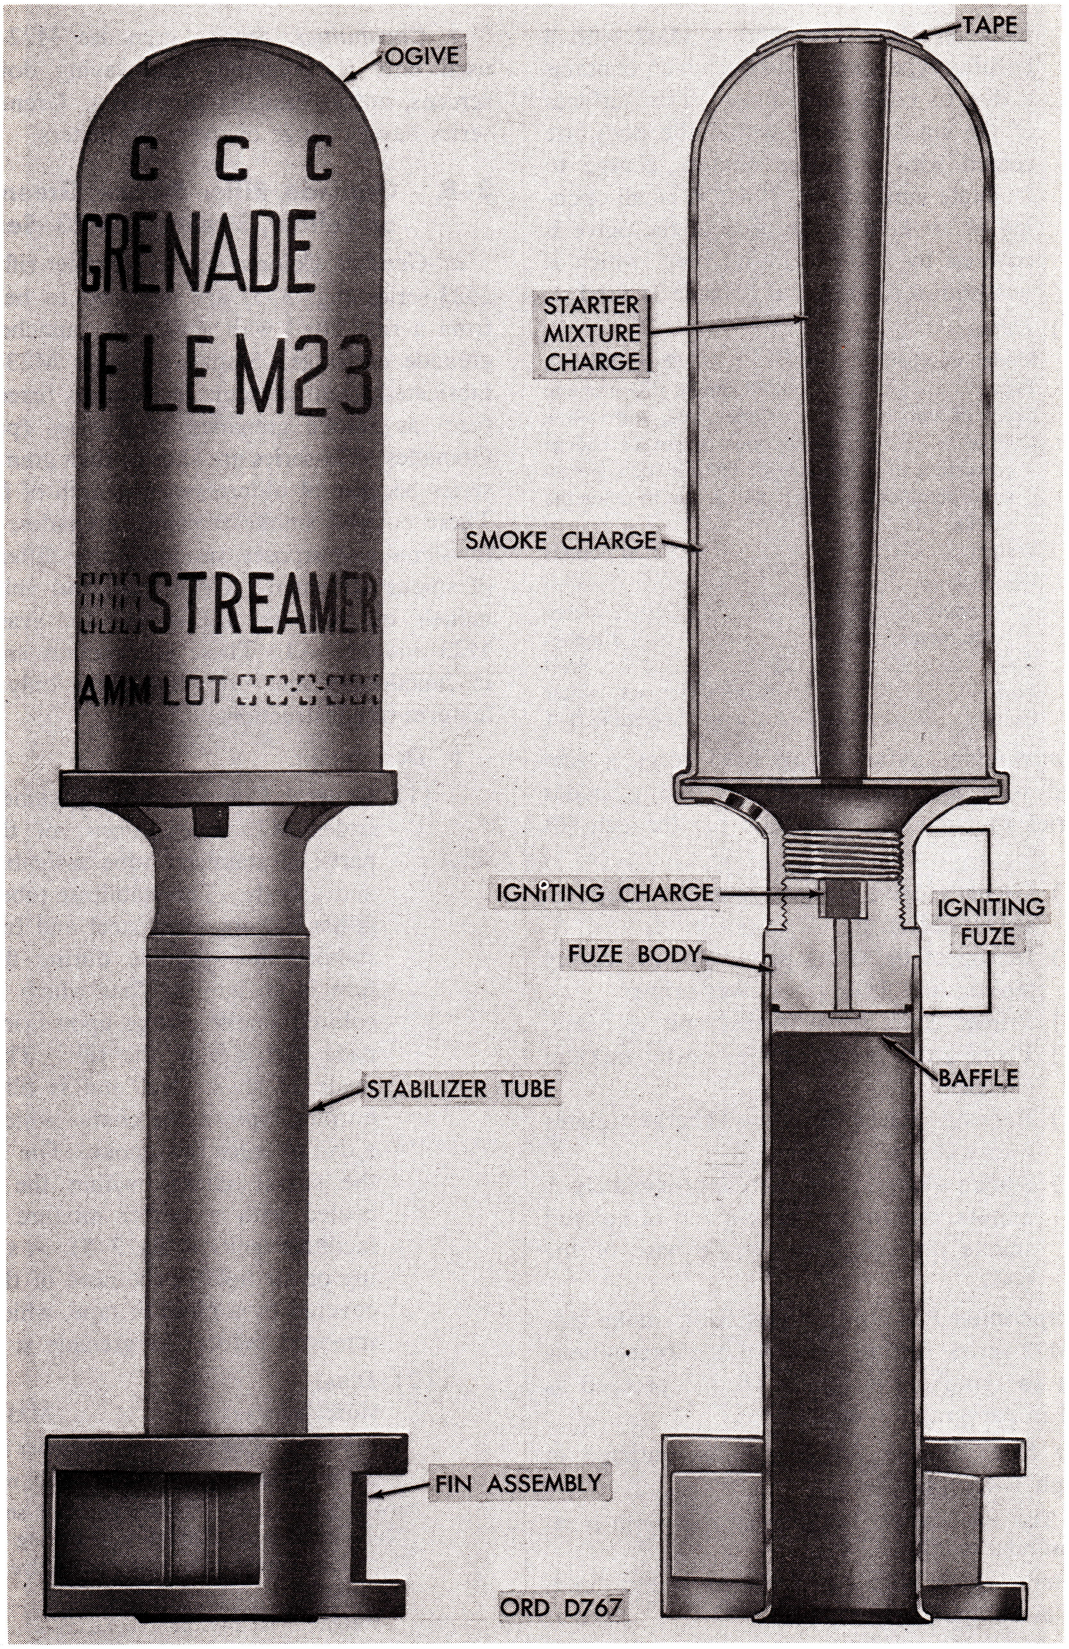

Figure 3–5. Grenade, rifle: colored smoke, streamer, M23A1.
(1) *General.* Colored smoke streamer rifle grenades M23-series consist of three basic parts: a stabilizer tube assembly, a fuze, and a body. The stabilizer tube assembly is made from sheet steel and functions to stabilize the grenade during flight. The fuze is an igniting fuze which ignites the colored smoke charge upon firing the grenade cartridge in the rifle. The body is made of sheet steel and is filled with a burning-type smoke charge which contains a dye to color the smoke. The surfaces of the smoke charge within the body are coated with a starter mixture charge to facilitate ignition (fig. 3–5). A small opening or air hole in the nose of the ogive is covered by a piece of tape, which must be removed before the grenade is fired.